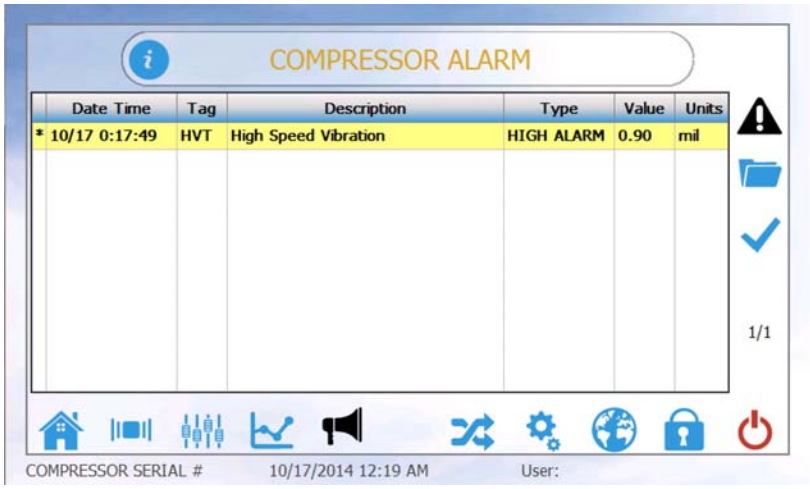

FIGURE 3-8
3. To access the Alarm/Trip Screen, press the (ALARMS/TRIPS) icon located at the bottom of the screen. All of the current alarms and trips are listed in chronological order. Figure 3-8 shows the Active Alarms and Trip Screen.